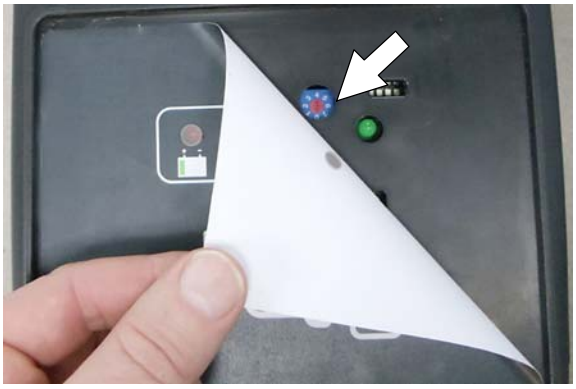

図　76
2. 充電器の表示ラベルを慎重にはがし、ダイヤル設定にアクセスします（図76）。